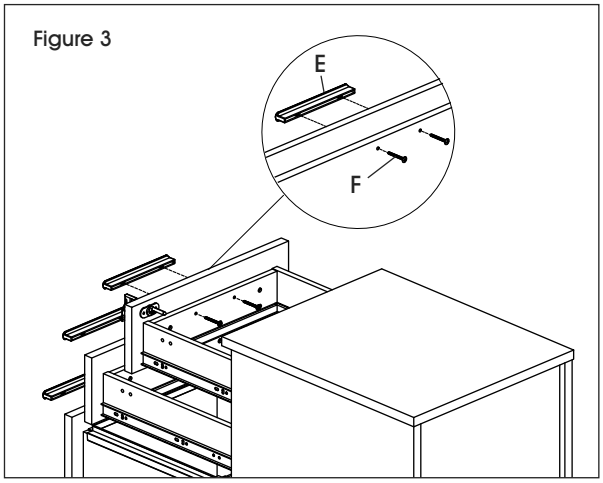

Figure 3
5. Place pedestal file upright. Remove pre-attached handles (E) from inside of drawer and move to the outside of drawers. Align holes on drawer with holes on handle and attach using two M4 x 34 mm screws (F). Repeat for other drawers. (See Figure 3)